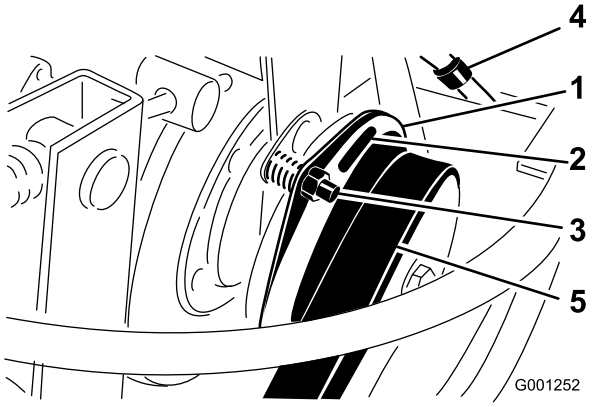

Figur 65
3. Justera luftgapet så att ett 0,4 mm bladstål kan föras in mellan kopplingskanten och friktionsplattan med lätt tryck (Figur 65). Du minskar gapet genom att vrida på justerskriven medsols (Figur 65). Det maximala servicegapet är 0,76 mm. Justera alla tre luftavstånden.